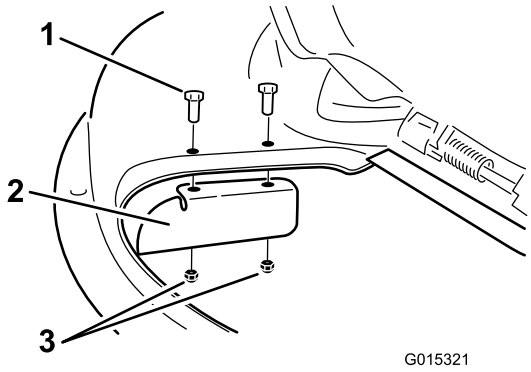

Figuur 31
9. Monteer de keerplaat op de klem. Figuur 31. Zet de plaat met de twee borgmoeren (5/16 inch) vast aan de maaimachine.